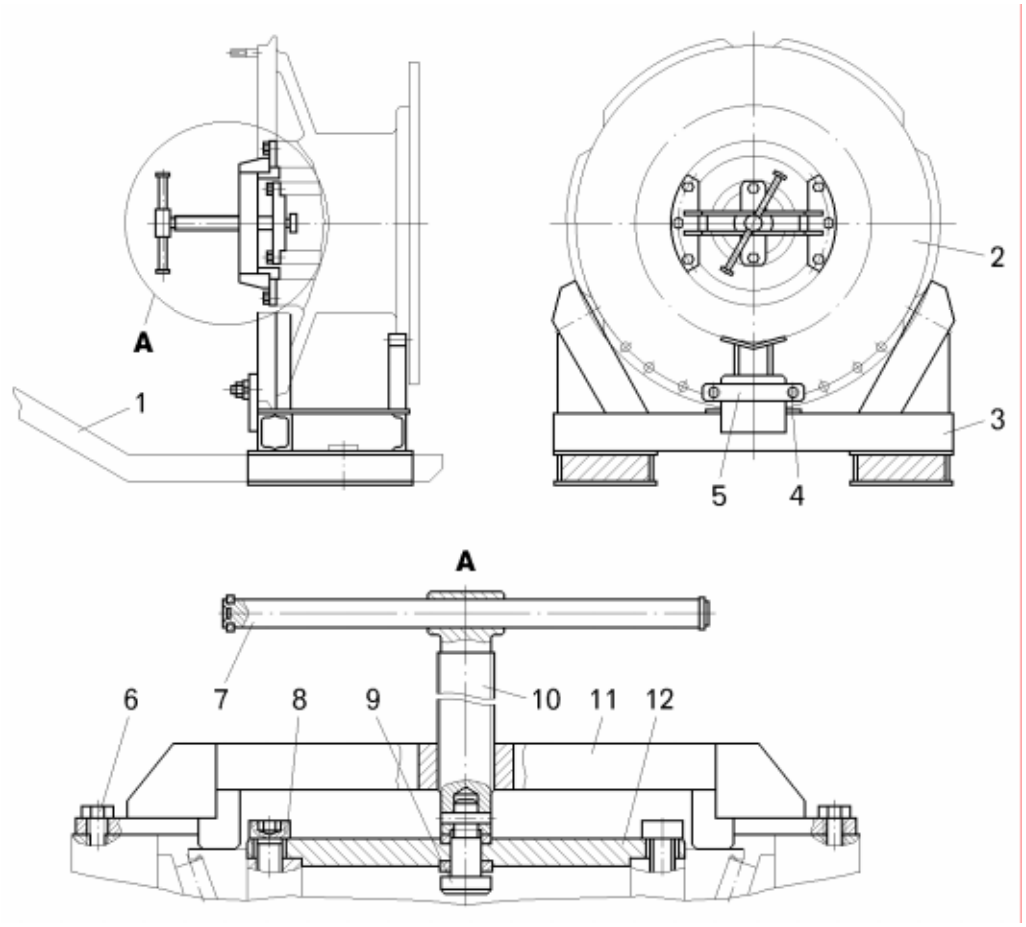

Рисунок 8.2.3 – Приспособление для снятия и установки передней ступицы:
– установить внутреннее кольцо наружного подшипника 11 на цапфу поворотного кулака, тщательно заполнив смазкой Литол-24 пространство между роликами, и при помощи приспособления (смотри рисунок 8.2.3) запрессовать подшипник до упора роликов в наружное кольцо подшипника;
– установить с помощью подъемного механизма поворотный кулак 7 в сборе со ступицей 13 и тормозным механизмом вертикально осью отверстия под шкворень и установить на подставку 3 (смотри рисунок 8.2.3);